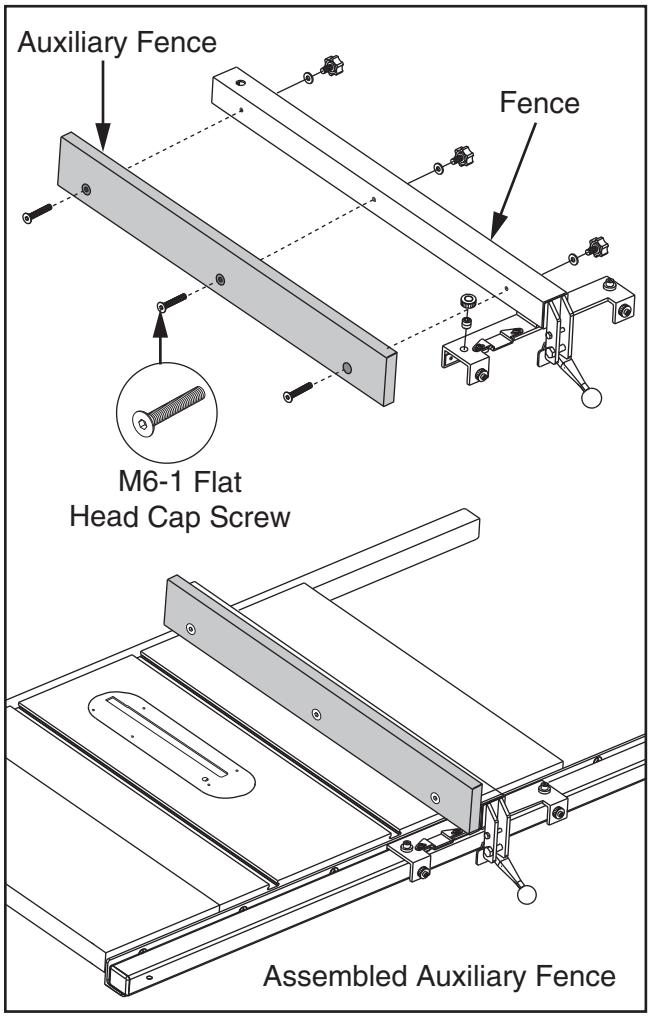
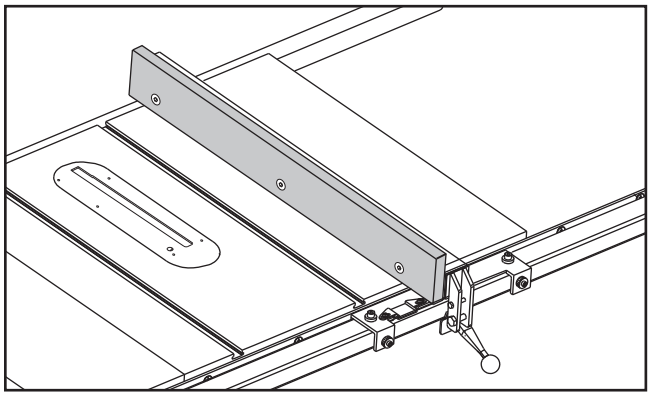

Figure 74. Example of auxiliary fence attached to Model G0899 fence face.
Figure 76. Example auxiliary fence attached to included fence.
The fence should be similar to the one in **Figure 74** when installed.
6. Insert (3) flat head cap screws through holes in auxiliary fence board (see **Figure 74**) and secure with knobs and flat washers removed earlier. The end result should be similar to **Figure 76**.